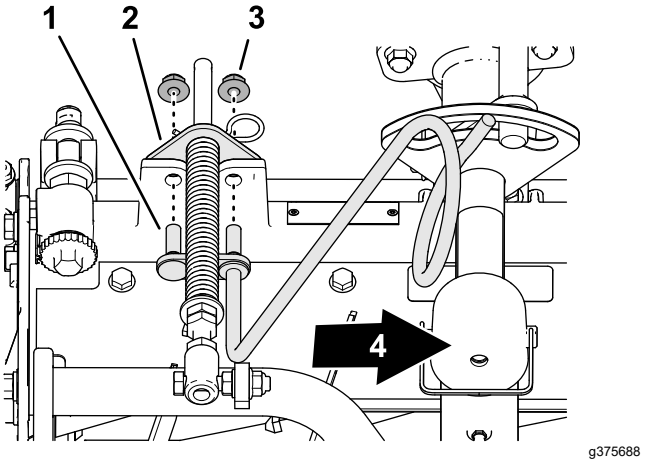

Figur 15
3. Ret pindboltene på højre slangeholder ind efter hullerne i klippeenhedens ramme og græskompensatorbeslaget (Figur 15).